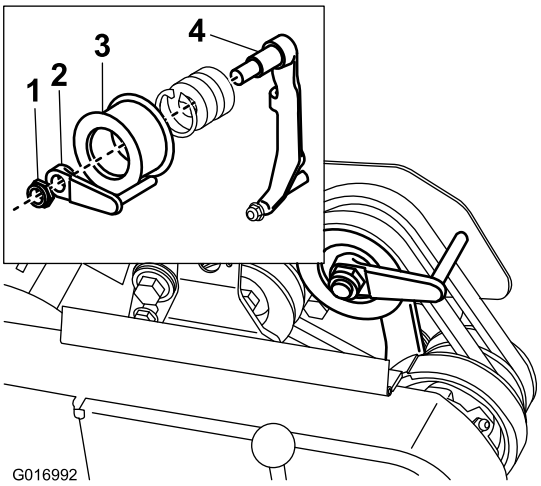

**Rysunek 40**
8. Aby móc łatwiej popchnąć lub pociągnąć urządzenie bez uruchamiania silnika, wyreguluj prowadnicę paska (Rysunek 40, odsadzenie) w sposób następujący: